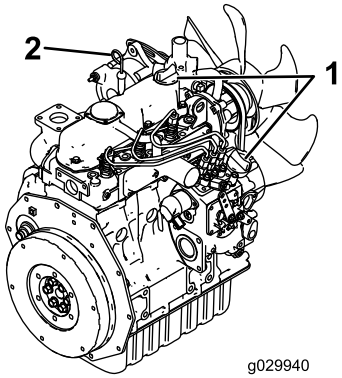

Rysunek 25
4. Wyczyść obszar wokół wskaźnika poziomu oleju i korka wlewu oleju (Rysunek 25).